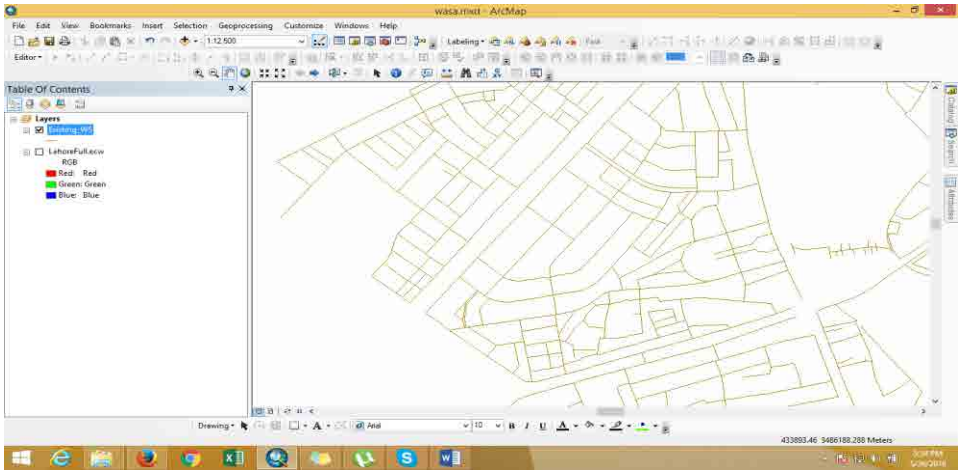

Figure 3.12. Statistics Window
- Start ArcMap document which you have saved in the previous exercise or open new ArcMap and add the data of existing water supply as shown in figure 3.12.